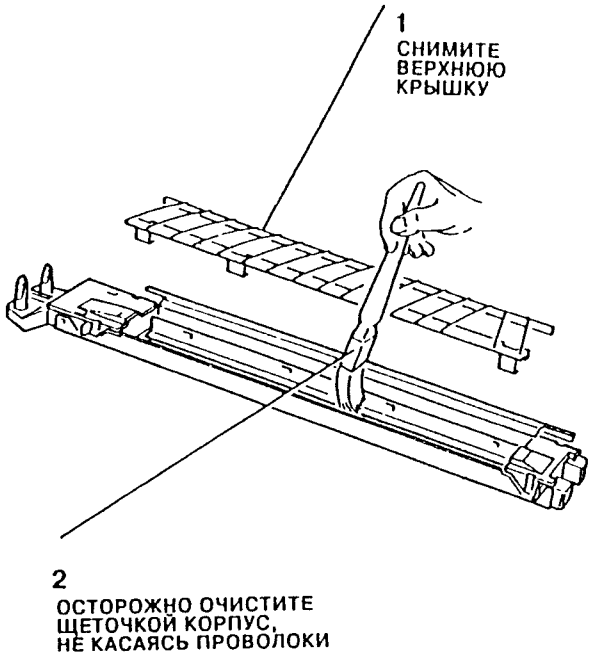

Рис. 8. Очистка коротрона
23. Очистите корпус мягкой щеточкой, а три проволоки специальным пинцетом (Рис. 8). Не применяйте очищающих жидкостей.